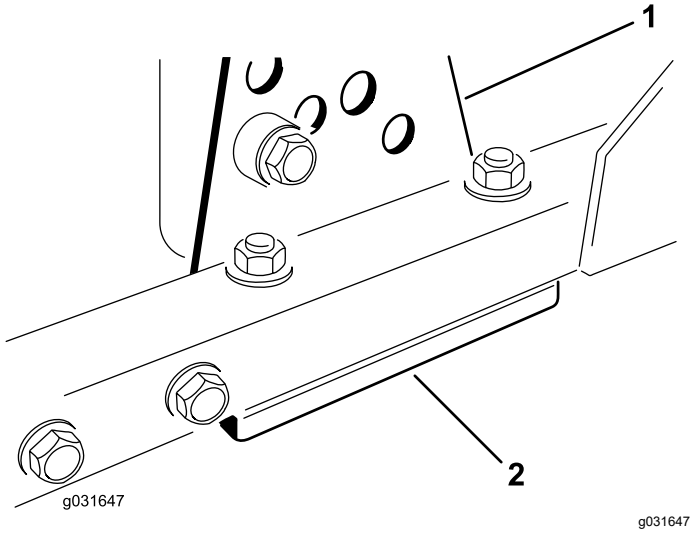

Figur 71
1. Avlägsna klipphöjdsfästet (det främre, vänstra eller högra) från däckramen (Figur 71).
2. Justera mellanläggen på 1,5 mm och/eller 0,7 mm mellan däckramen och fästet för att erhålla önskad klipphöjd (Figur 71).
3. Montera klipphöjdsfästet på däckramen med de återstående mellanläggen som monterats under klipphöjdsfästet (Figur 71).